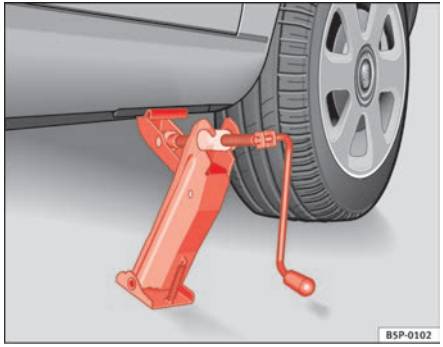

Fig. 172 Fitting the jack
– Align the jack so that the arm of the jack fits around the rib under the door sill and the movable base plate of the jack is flat on the ground ⇒ fig. 172.